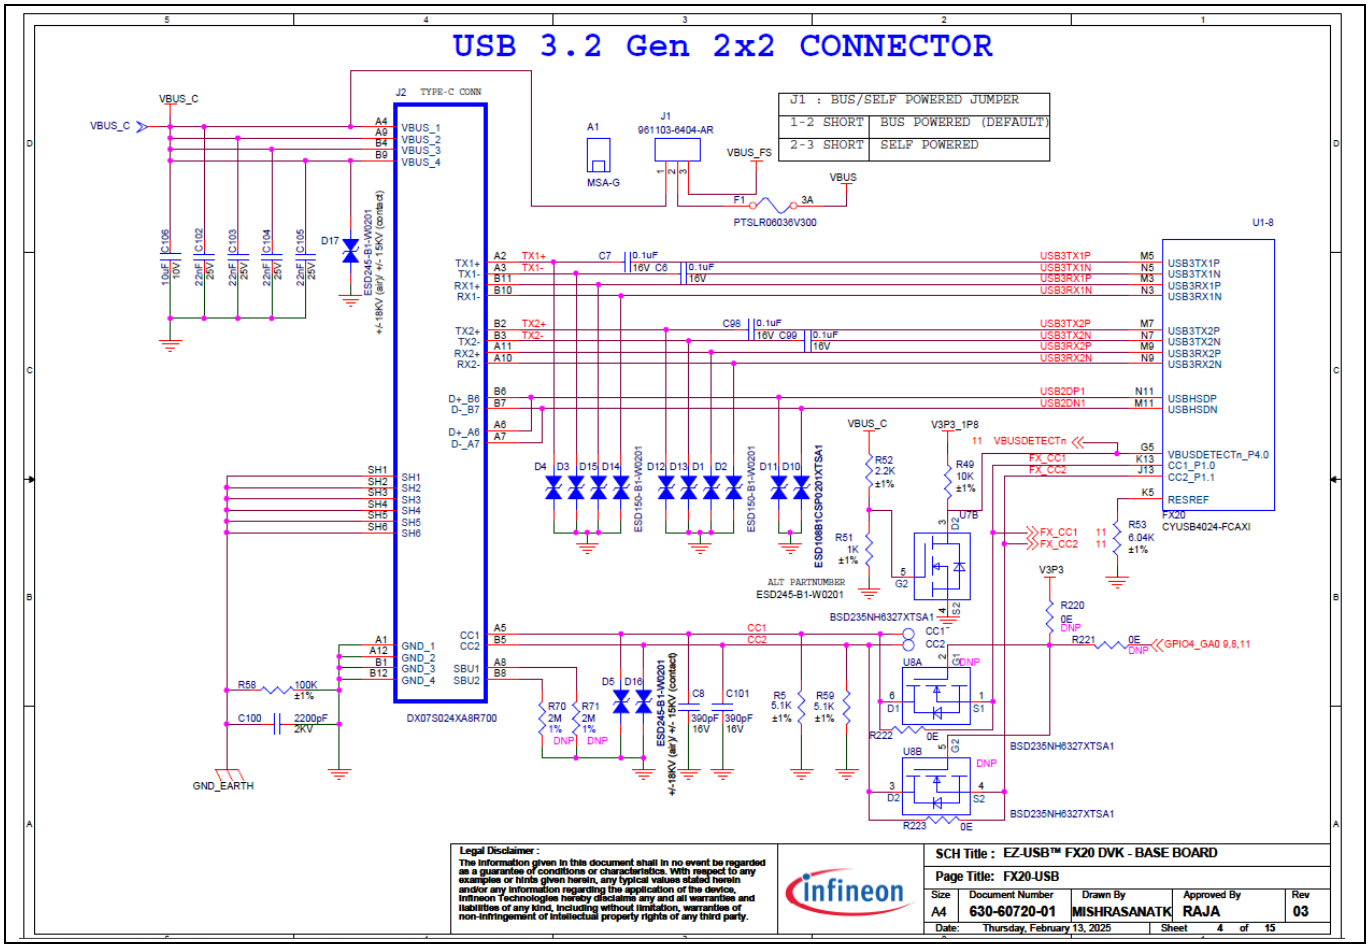

Figure 7 EZ-USB™ FX20 interface with USB-C connector
- Use appropriate ESD diodes near the USB-C connector, as shown in Figure 7
- Shield pins on the USB-C receptacle should be terminated to the ground with a parallel LC (or) RC circuit to avoid EMI/EMC issues. It is recommended to use an RC circuit, as shown in Figure 7
Provide the IEC protection at the system level. Provide additional protection to all pins with user interface by using high-performance and low-capacitance external ESD devices. See Figure 7 for Infineon ESD diodes used on the USB lines of the USB 20 Gbps connector.